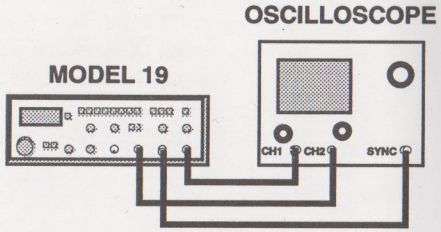

Figure 2-1. First Setup
Set up the oscilloscope and the Model 19 as shown in figure 2-1.
1. With Model 19 power on, all controls preset per paragraph 2.3, and connected to the oscilloscope as shown in Figure 2-1, verify two cycles of square waveform on scope. Scope CH1 is terminated into 50Ω, CH2 is unterminated (high impedance), horizontal is 0.1 ms/div and vertical is 2V/div. Verify scope syncs externally to the AUX OUT (TTL).